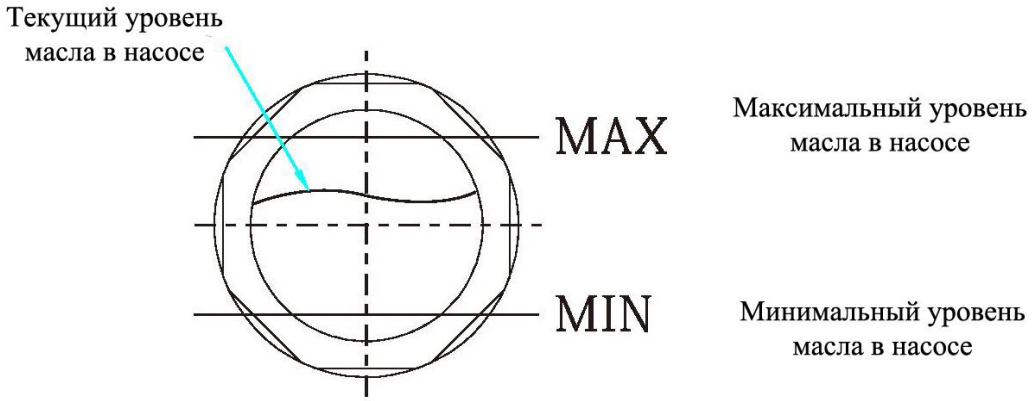

Рис. 5 – Определение уровня масла в смотровом окошке насосов серии VSV
1. Во время работы уровень масла должен быть между минимальной и максимальной отметкой (смотрите рис. 5). Добавьте масло, если его уровень ниже минимальной отметки, и слейте через пробку (смотрите рис. 1), если уровень выше максимальной отметки.